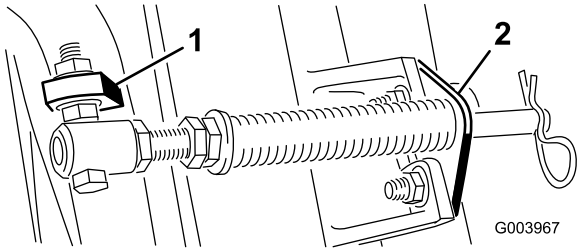

Figur 5
C. Montera fjäderrörets bult på bärramens motsatta flik och fäst med flänsmuttern. Placera bultens huvud mot flikens yttre sida i enlighet med Figur 5.
D. Montera stångbeslaget på klippenhetens flikar med hjälp av vagnsbultarna och muttrarna (Figur 5).